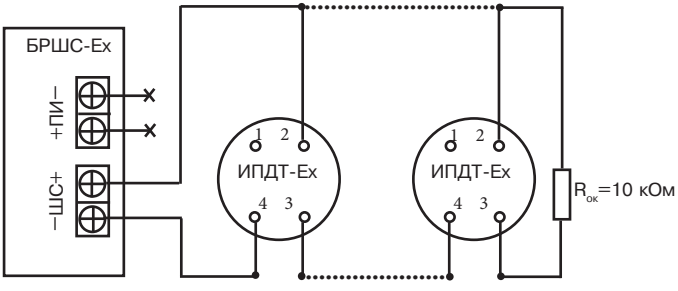

Рисунок 55 – Рекомендуемая схема подключения ИПДТ-Ех к БРШС-Ех (в один шлейф БРШС-Ех рекомендуется включать не более 10 ИПДТ-Ех)
2.5.16.2.3 Произведите монтаж подводящих проводов к клеммам контактов основания согласно схеме подключения (рисунок 55). Максимальная площадь поперечного сечения проводников – 0,75 мм^2.